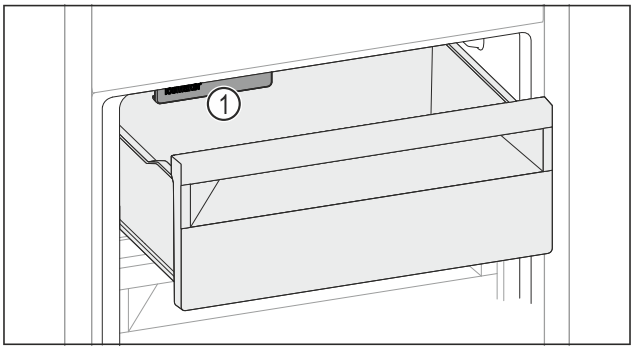

Fig. 227
▶ Luați în considerare IceMaker *Fig. 227 (1)*.